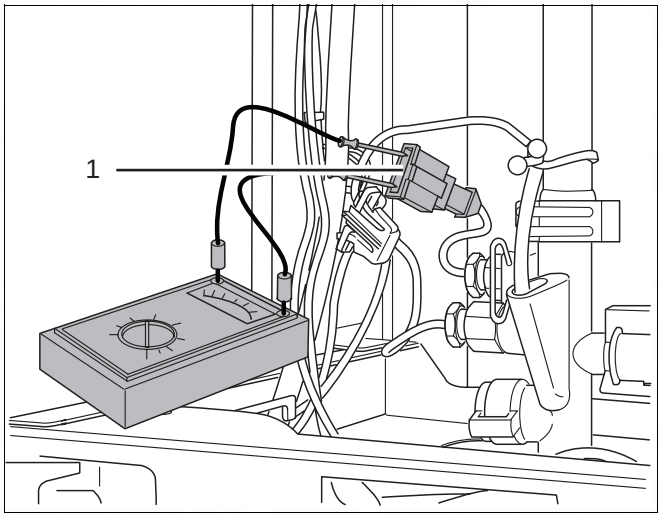

Fig. 67 600 Series 11S / 19S / 24S / 24C: Checking the feed sensor
- Measure resistance of sensor (fig. 67, item 1).